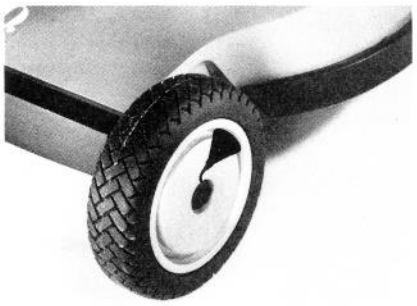

Figure 25
3. ☑ Vérifiez l'équilibre de la lame en la plaçant sur un balancier pour lame ou autre instrument de même usage (Fig. 25). Si la lame est déséquilibrée, meulez l'extrêmité lourde pour l'alléger. ☑ Vérifiez de nouveau l'équilibre de la lame.
Après chaque 25 heures d'utilisation, ou à la fin de la saison, appliquez 2 ou 3 gouttes d'huile légère sur l'intérieur de tous les boulons de roues (Fig. 25). Faites tourner les roues pour en graisser les bagues uniformément.